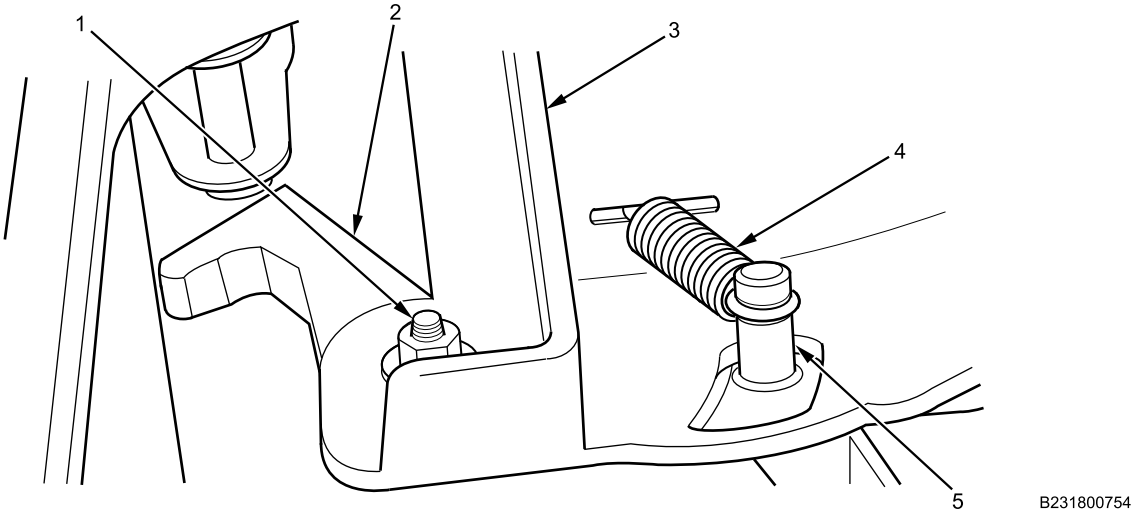

Figure 6. Latch Hook Aligned with Mounting Bolt.
3. Apply corrosion preventive compound to nut, washer, and mounting bolt (Figure 6, Item 1).
4. Install latch hook (Figure 6, Item 2) on hatch bracket (Figure 6, Item 3) with bolt (Figure 6, Item 1), washer, and nut. Tighten bolt securely.
5. Install latch spring (Figure 6, Item 4) on post (Figure 6, Item 5) fastened to bracket (Figure 6, Item 3).